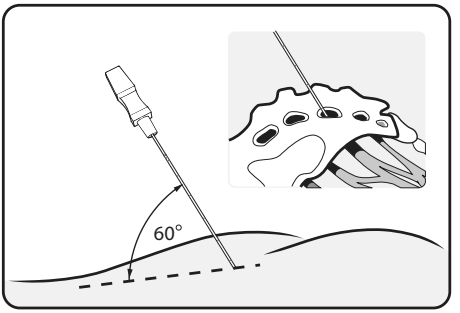

Abbildung 5. Die Foramen-Nadel in einem Winkel von 60 Grad einführen.
2. Die Nadel in einem Winkel von ca. 60 Grad zur Knochenoberfläche in das Foramen einführen. Der Nerv verläuft am superior-medialen Aspekt des Foramens entlang. (**Abbildung 5**)